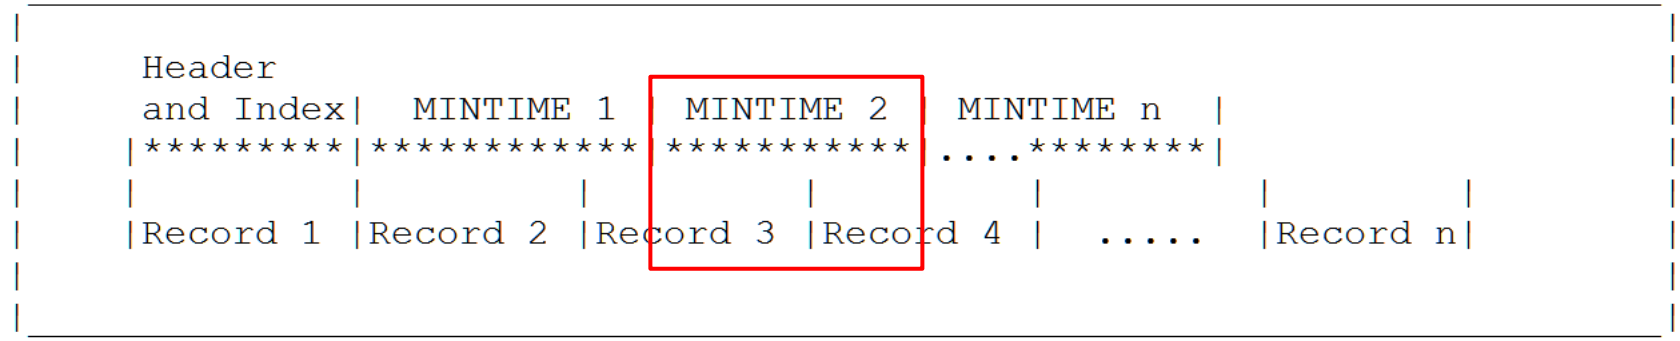

Figure 53. Monitor III Data Set Record
* Figure 53 from *"z/OS V1R13.0 RMF Programmer's Guide"* SC33-7994-14 (June 2011)